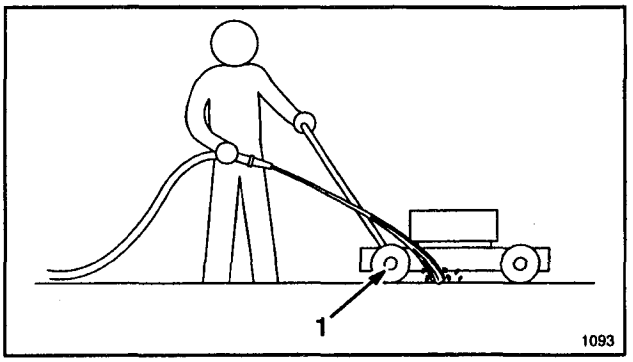

Figure 27
3. Hold a running garden hose at handle level and direct water to flow on ground just in front of right rear tire (Fig. 27). The rotating blade will draw water under the housing and wash out clippings. Let the water run for a few minutes or until you no longer see clippings being washed out from under housing.